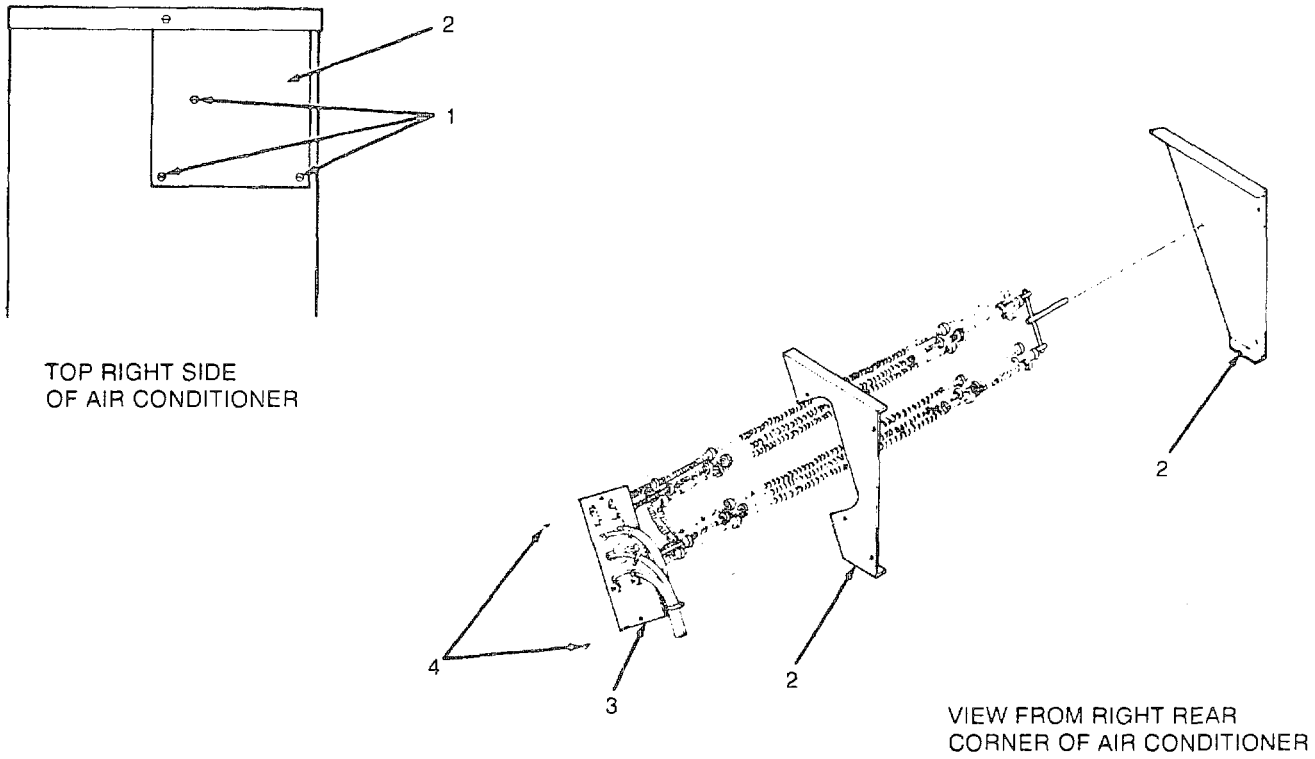

Figure 4-37. Heater Element
(1) Remove the three screws (1, Figure 4-37) and lift off the heater access door (2) on the upper right side of the air conditioner.
(2) Check the wiring and heater element (3) for damage and loose mounting screws (4).
(3) Replace the heater access door (2) and secure with the three screws.
(2) Use the multimeter to check the element (3). Place rnultimeter probes on red and black wires connected to heater element. An open or direct short to ground indicates a defective heater element which must be replaced.
(3) Install the heater access door (2) and secure with the three screws.
(1) Remove the three screws (1, Figure 4-37) and lift o-f the heater access door (2) on the upper right side of the air conditioner.
(2) Tag and remove the wires on the heater element (3).
(3) Remove the two screws (4) and lift out the heater element.
(1) Place the heater element (3, Figure 4-37) into position in the heater assembly (2) and secure with the two mounting screws (4).
(2) Connect the wires as marked and remove the tags.
(3) Install the heater access door (2) and secure with the three screws (1).